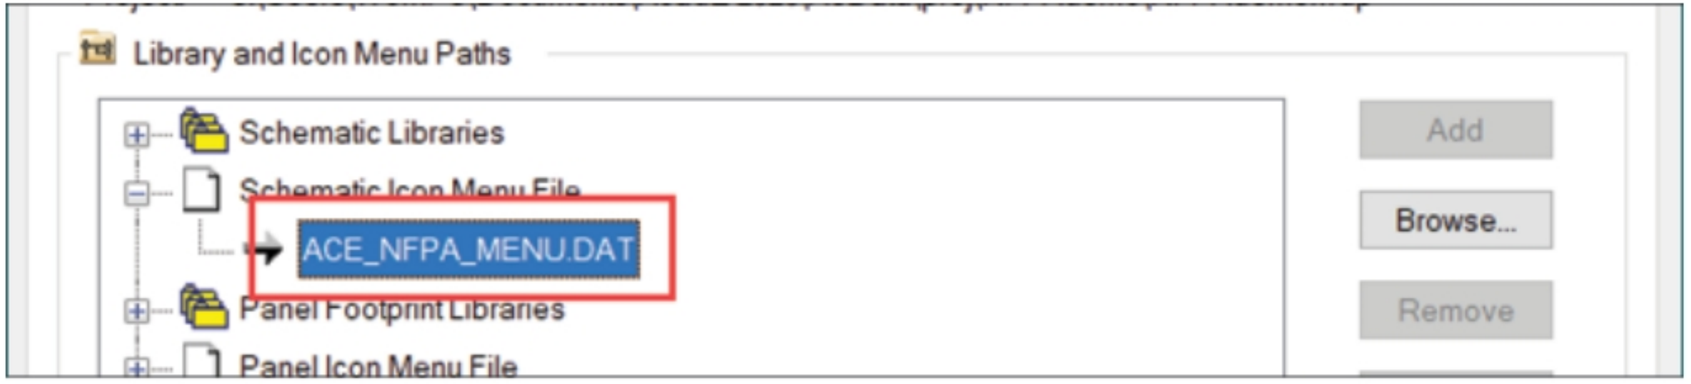

Figure-5. Icon Menu file to be selected
- Expand the **Schematic Icon Menu File** node in the **Library and Icon Manu Paths** area and select the path given under the node; refer to Figure-5.